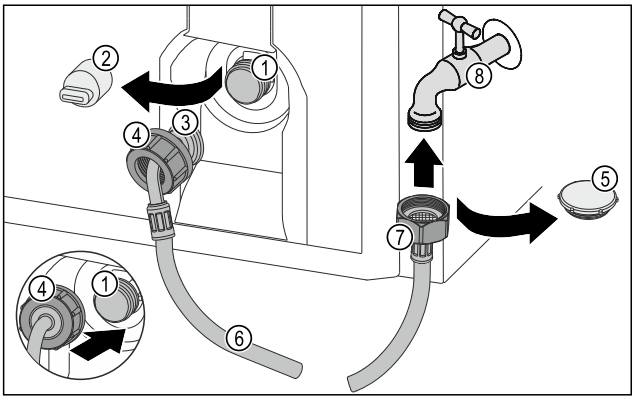

Fig. 47
- ▶ Sluitdop *Fig. 47 (5)* verwijderen.
- ▶ Rechte slangeinde *Fig. 47 (7)* op de waterkraan *Fig. 47 (8)* plaatsen.
- ▶ Moer op het rechte slangeinde *Fig. 47 (7)* rechtsom vastdraaien.